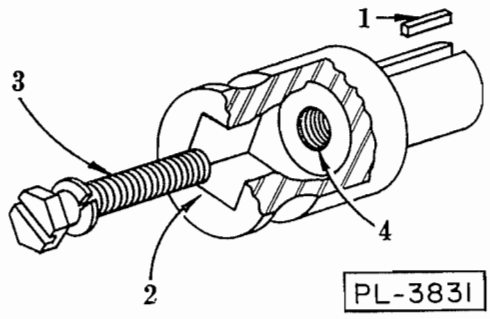

FIG. 8
The attachment drive is protected by a brass key (1, Fig. 8) that will shear if the load becomes excessive. To replace a sheared key it is only necessary to remove the square-drive sleeve (2, Fig. 8). The sleeve can be taken out through the attachment socket. The screw (3, Fig. 8) that holds the sleeve in has a left-hand thread; turn it clockwise to remove.
If the sleeve sticks and does not come out easily, insert a standard 3/8″-16 screw into the right-hand threads at (4, Fig. 8). The screw should be long enough to reach out where it can be grasped and used as a puller.